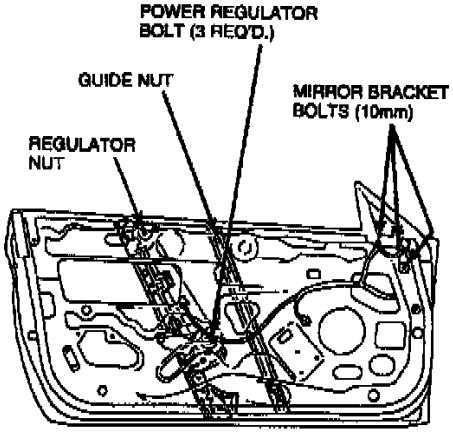

Figure 5 TB-4451-A
b. If adjustment is required, mark and loosen the top regulator and guide 12 mm nuts (for power windows loosen the three (3) power regulator 10 mm bolts), and reposition the door glass (Figure 5).
c. Torque the regulator nut to 19-25 N.m (14-18 lb-ft) and, if equipped, the three (3) power regulator bolts to 7-9 N.m (62-80 lb-in).
b. If adjustment is required, loosen the three (3) 10mm mirror bracket bolts (Figure 5), and move the mirror bracket rearward and down as necessary.